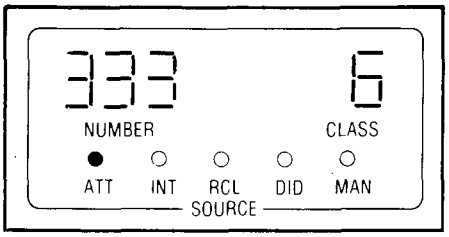

Fig. 358-1
- ATT lamp lit (See Fig. 358-1)